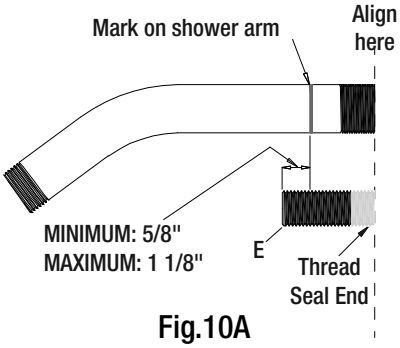
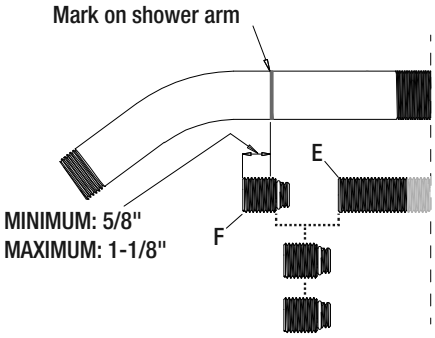

Fig.10A
Fig.10B
- Align the thread sealed end of the long brass connector (E) with the threaded end of the recently removed old shower arm. The open end of the long brass connector should extend past the mark drawn on the shower arm by 5/8" to 1-1/8" (16 to 29 mm) as shown in figure 10A. If it does not, extend it with short brass connectors (F) until it does as shown in figure 10B.